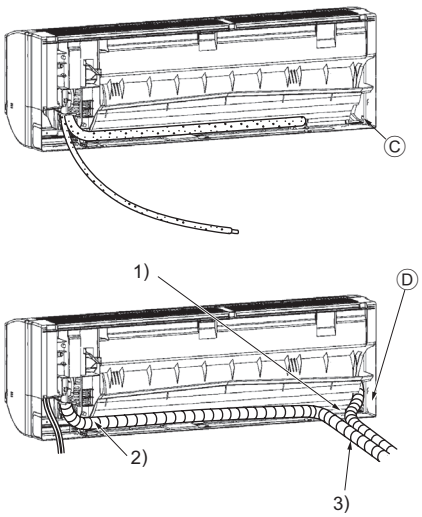

**Fig. 3-13**
**Tuyauterie gauche et arrière gauche (Fig. 3-13)**